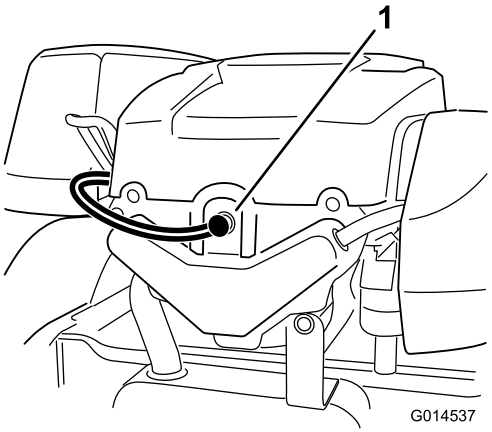

Figuur 40
2. Trek de kabel van de bougie (Figuur 40).